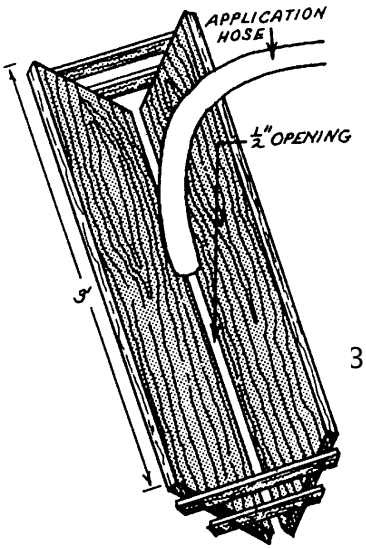

Fig. 40
1. Using scrap plywood at the job site, make a V-shaped container about 3' long with a ½" opening at the narrow end of the V. Tie the ends of the V together with scrap wood. (See figure 40.)